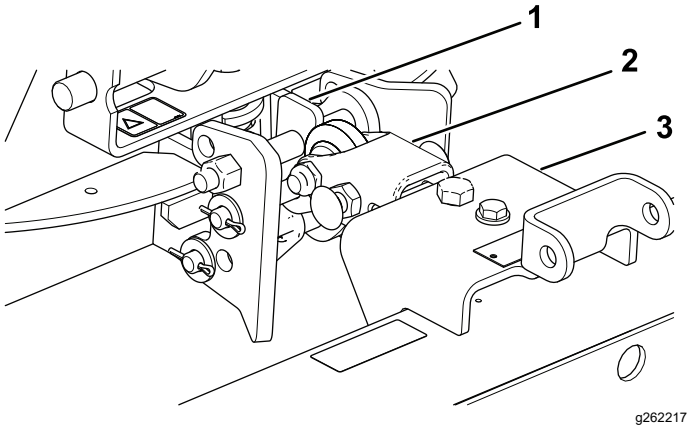

Rysunek 10
1. Zamontuj zespół zaczepu tak, aby płaska strona była u góry (Rysunek 10).
2. Zamontuj dyszel od spodu zespołu wieszaka (Rysunek 10).